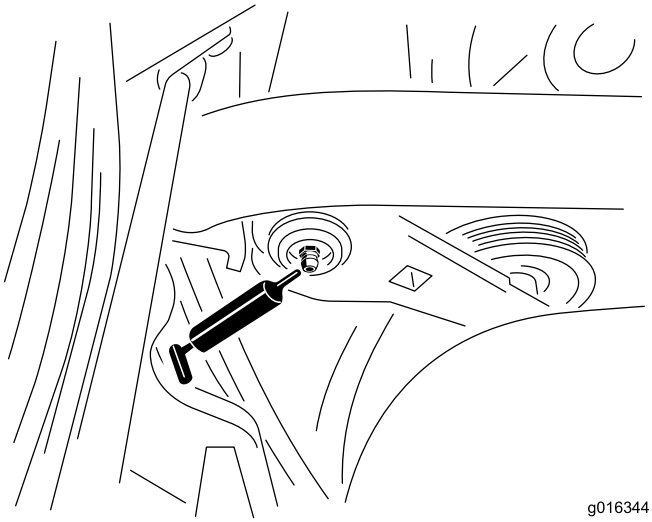

Figuur 39
1. Veeg de smeernippel schoon zodat er geen ongerechtigheden kunnen binnendringen in het lager of de lagerbus (Figuur 39).